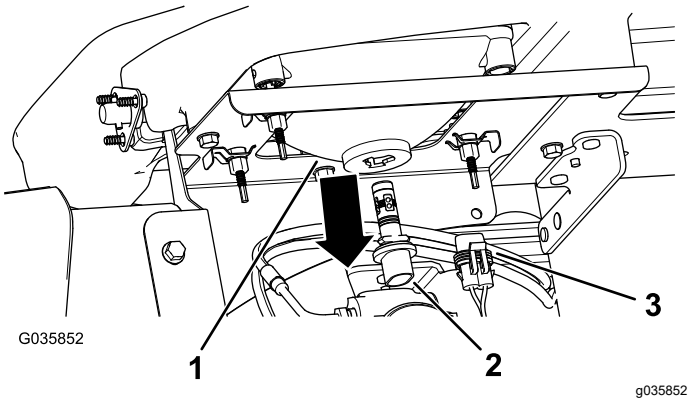

Figur 52
3. Frakoble den elektriske forbindelsen for nettet fra koblingsstykket til pæreenheten på baksiden av frontlyshuset (Figur 52).
4. Vri pæreenheten ¼ omdreining mot klokken og flytt den bakover, ut av frontlyshuset (Figur 52).
5. Sett på den nye pæreenheten og frontlyshuset, og juster tappene i pæreenheten med sporene i frontlyshuset (Figur 52).
6. Fest pæreenheten ved å vri den ¼ med klokken (Figur 52).
7. Tilkoble den elektriske forbindelsen for nettet til koblingsstykket til den nye pæreenheten (Figur 52).